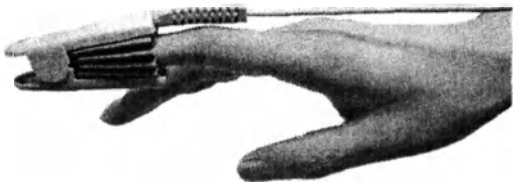

Рис. 9-3 Положение пальца для измерения SpO_2
2) Вставьте указательный, средний или безымянный палец в датчик SpO_2, как показано на рис. 9-3.